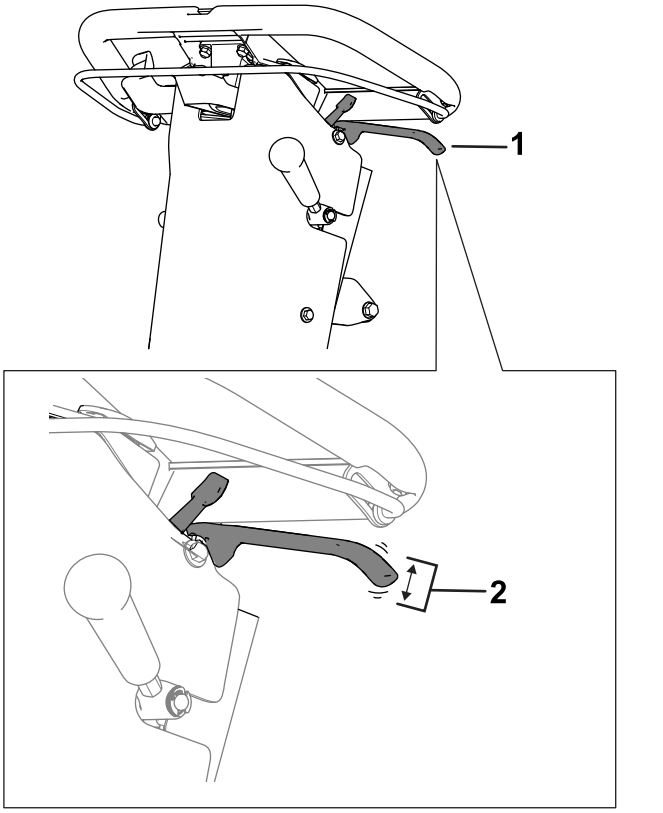

Figur 24
2. Mät det fria spelrummet i änden av parkeringsbromshandtaget (Figur 24).